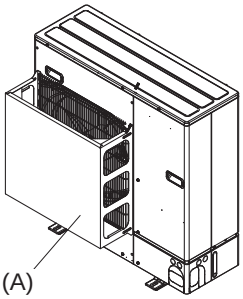

Fig. 2-4
2. Instale una guía para salida de aire y una guía de aire opcionales si la unidad se instala en un lugar donde los fuertes vientos de un tifón, etc. puedan entrar directamente por la salida de aire. (Fig. 2-4)